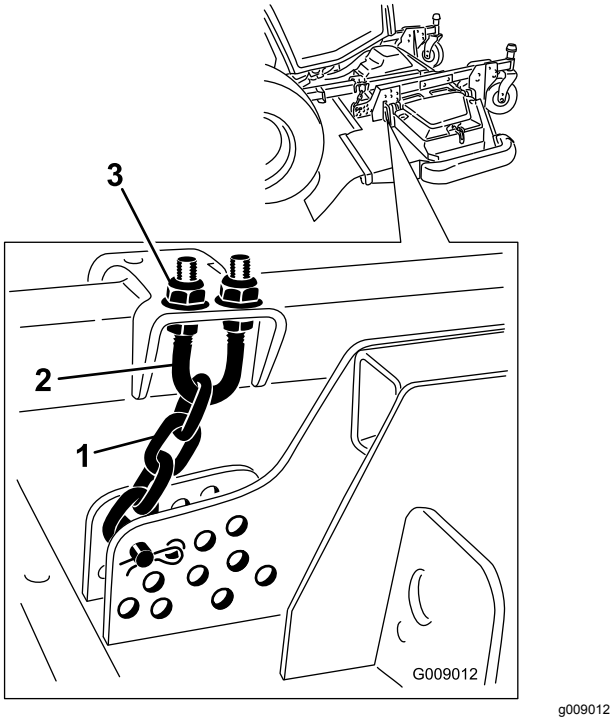

Figur 127
5. Lossa kontramuttrarna överst eller underst på klipphöjdskedjans U-bult (Figur 127).